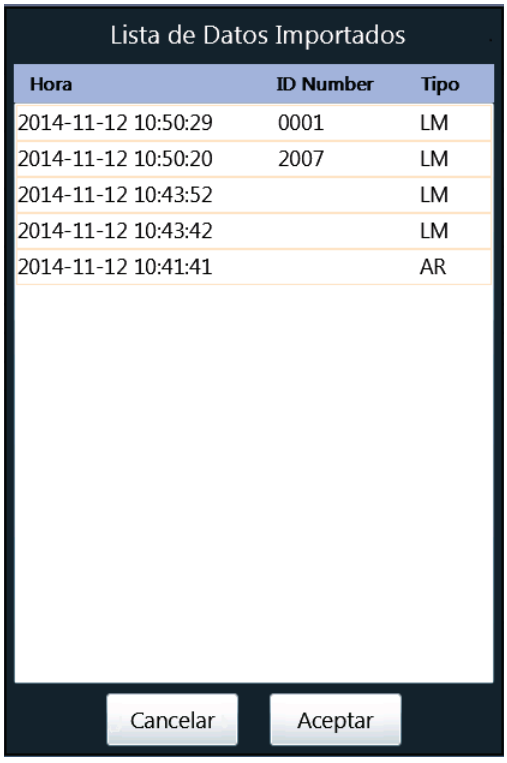

Figura IU-11, Cuadros activos de Esfera
1. Presione el botón **IN** (INGRESO) para acceder a la Lista de datos importados. (Mire la Figura IU-11).